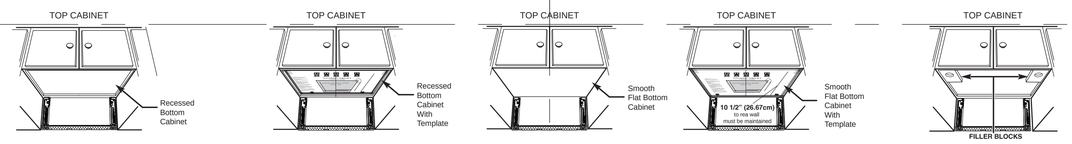

FIGURE 1 FIGURE 2 FIGURE 3 FIGURE 4 FIGURE 5
1. Determine if your cabinet has a recessed area (Fig. 1) or a smooth, flat bottom (Fig. 3). If smooth, tape template onto the bottom surface (Fig. 4) and proceed to Step 3.